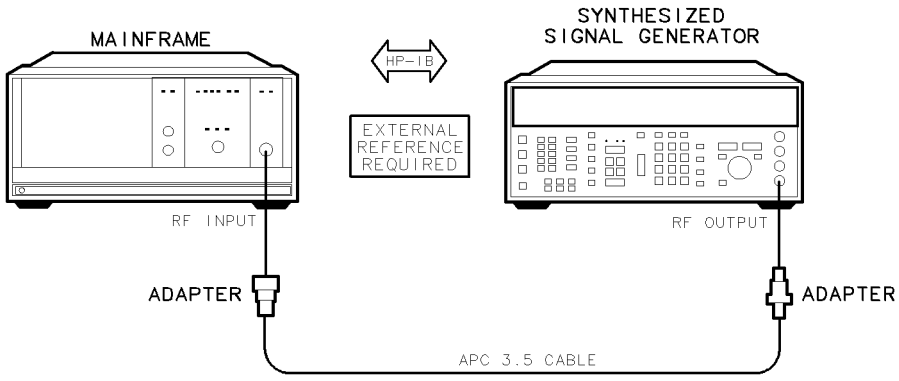

Figure 7-16. LO Frequency Accuracy (Span ≤10 MHz) Test Setup
1. Connect the HP 8663A synthesized signal generator's RF OUTPUT to the DUT's RF INPUT using the adapters, as shown in Figure 7-16. Refer to Figure 7-1 for system rear panel connections.